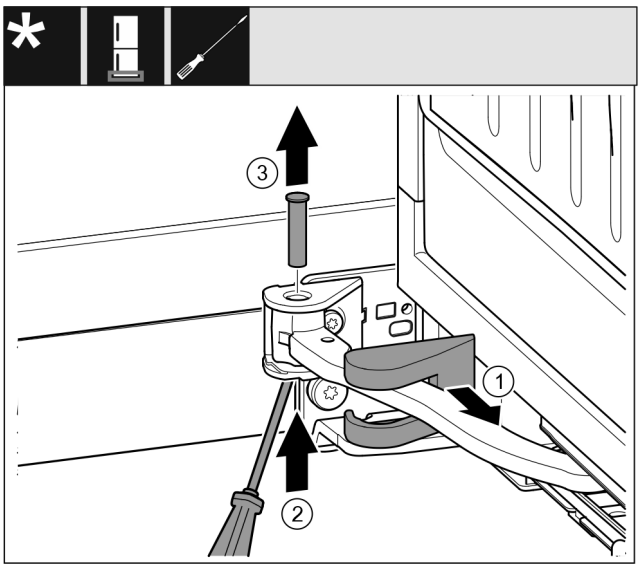

Fig. 19
- ▶ Noņemiet gultņa balsta pārsegu *Fig. 19 (1)* un bīdiet gar šarnīru.
- ▶ Paceliet no apakšas tapu *Fig. 19 (2)* ar skrūvgriezi.
- ▶ Izvelciet ārā tapu *Fig. 19 (3)* no augšas.